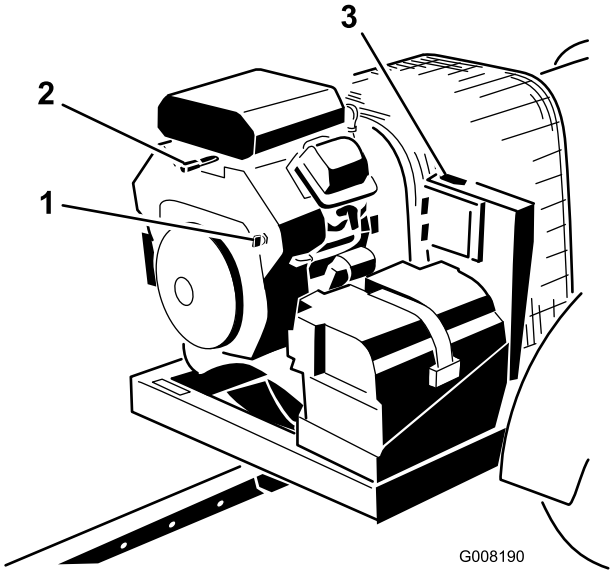

Figur 13
3. Roter motortenningsnøkkelen til START-stilling og frigjør den raskt til ON-stilling. Dette aktiverer mottakeren (Figur 13).
4. Hvis du skal forlate maskinen, vri nøkkelen til AV-stilling og fjern den fra motoren (Figur 13).